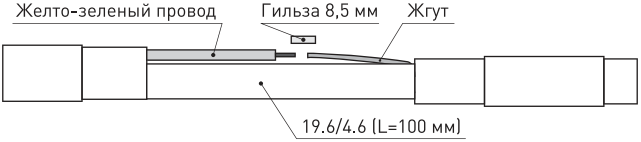

Рисунок 7
5.1.10 На место соединения надвинуть термоусадочную трубку 19.6/4.6 длиной 100 мм, при этом жгут из экранирующей оплетки и желто-зеленый провод вывести из торцов (Рисунок 7). Усадить трубку 19.6/4.6 длиной 100 мм (температура гарантированной усадки от 120°С до 170°С). Желто-зеленый провод соединить со жгутом, при помощи гильзы длиной 8,5 мм и обжать.